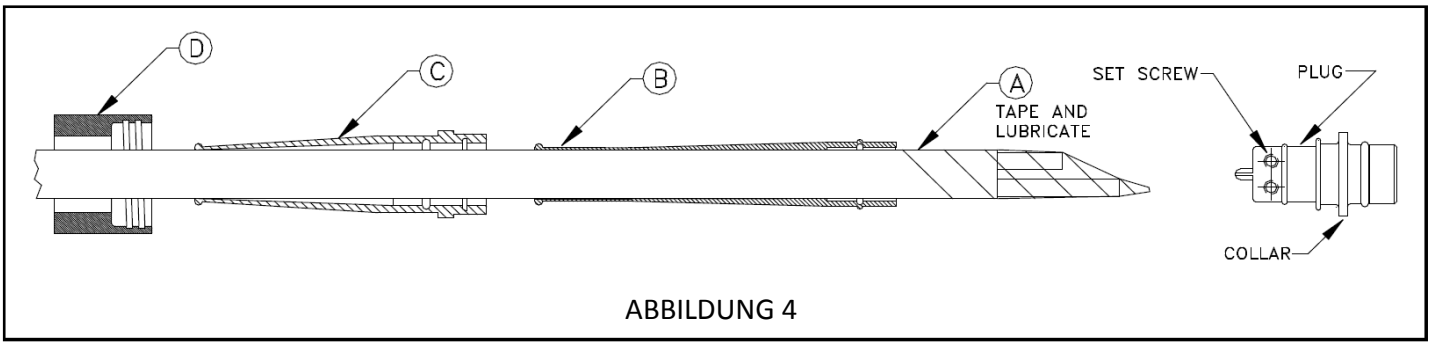

ABBILDUNG 4
2.3 Wickeln Sie Isolierband um das Kabel (A). Beginnen Sie 5 cm unterhalb des äußeren Kabelmantels und wickeln Sie bis zu einem Punkt hinter dem Ende der Zuleitungsdrähte (Abb. 4).
2.5 Schieben Sie die Komponenten der Kabelhülle in folgender Reihenfolge über das Kabel (A) (Abb. 4).